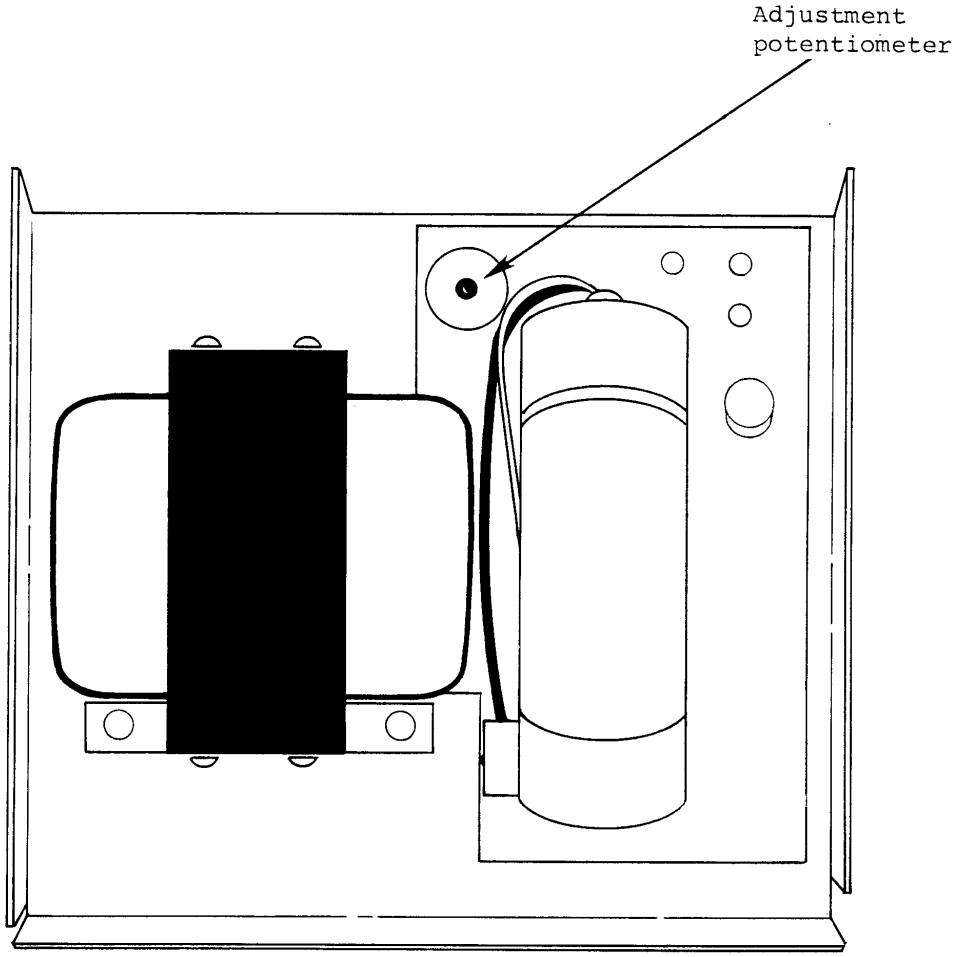

Figure 3. Power Supply Adjustment
2. Adjust the power supply potentiometer for +5.0 $\pm$ .1 VDC, Figure 3.